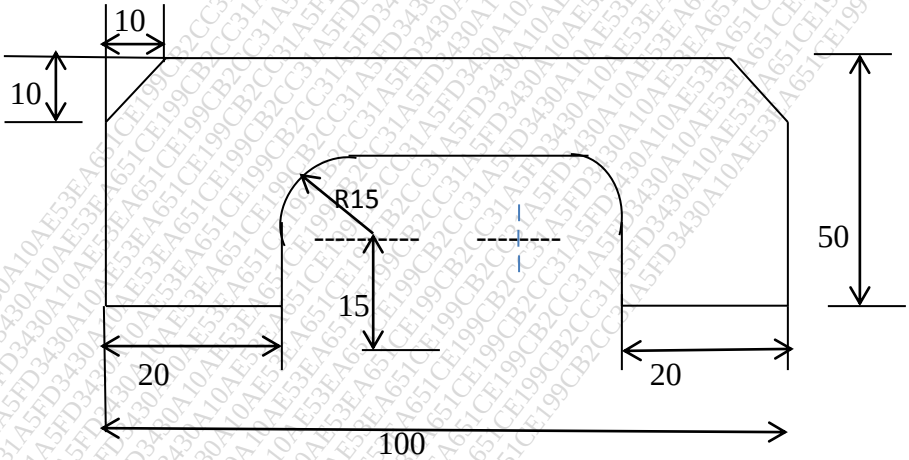

Fig.1
Q.4 Design, draw and dimensions a drill jig to drill a 4 holes of ϕ 8mm on PCD 60 in a finish component shown in fig.1 16
Q.9 A profile milling operation is to be performed to generate the outline of the part as shown in fig.1. The part thickness is 20mm, cutter diameter 15mm and 800rpm, being the cutter speed. Write down the complete AAT programme. 13